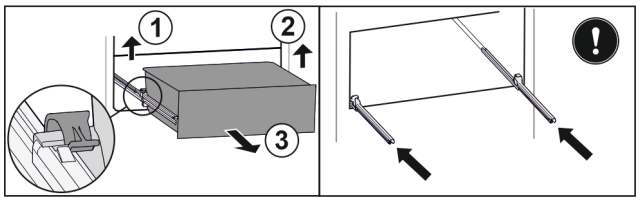

*Fig. 27**
▶ Sollevare il morsetto a sinistra e contemporaneamente tirare in avanti il cassetto a sinistra *Fig. 27 (1)*.*
▶ Sollevare il morsetto a destra e contemporaneamente tirare in avanti il cassetto a destra *Fig. 27 (2)*.*
▶ Rimuove il cassetto tirandolo in avanti *Fig. 27 (3)*.*